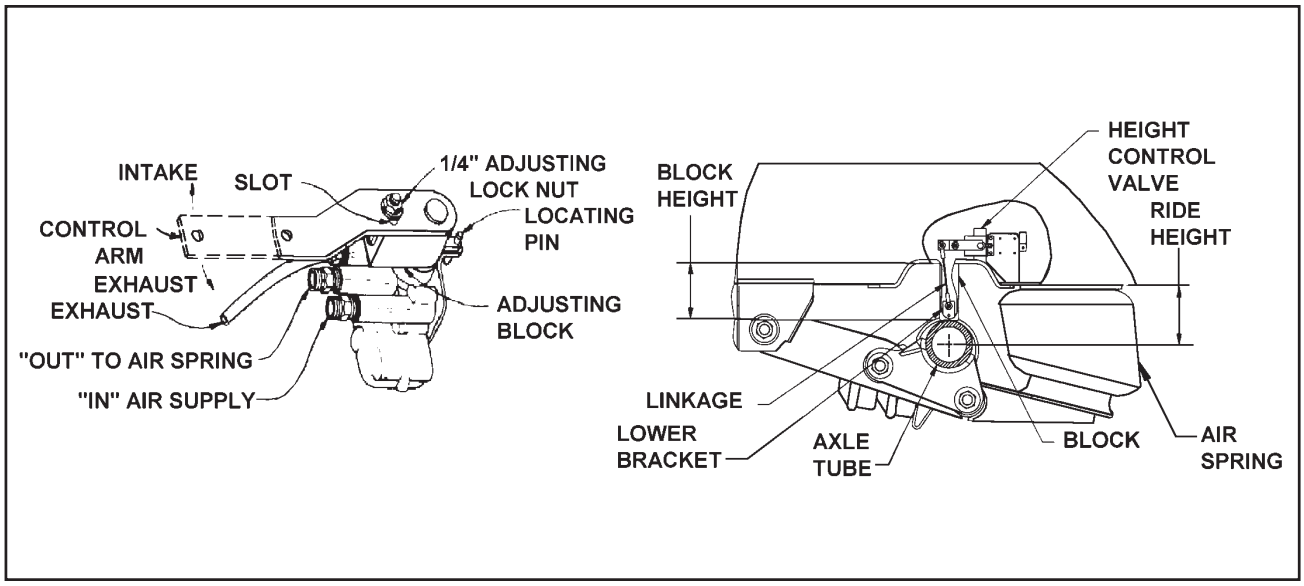

Figure 4-6 Air Ride Height Adjustment
4-6.2 Tandem Axle Air Ride Height Adjustment. **(See Figure 4-6** for parts identification**).**
b. Disconnect linkage at the control arm and raise control arm to the “up” position, raising the trailer until a block can be placed between axle tube and undercarriage frame **(See Figure 4-6).**
f. Loosen the 1/4" adjusting lock nut located on the adjusting block, allowing the control arm to move approximately 1 inch. Move the adjusting block until holes align, then insert locating pin. **(See Figure 4-6)**.